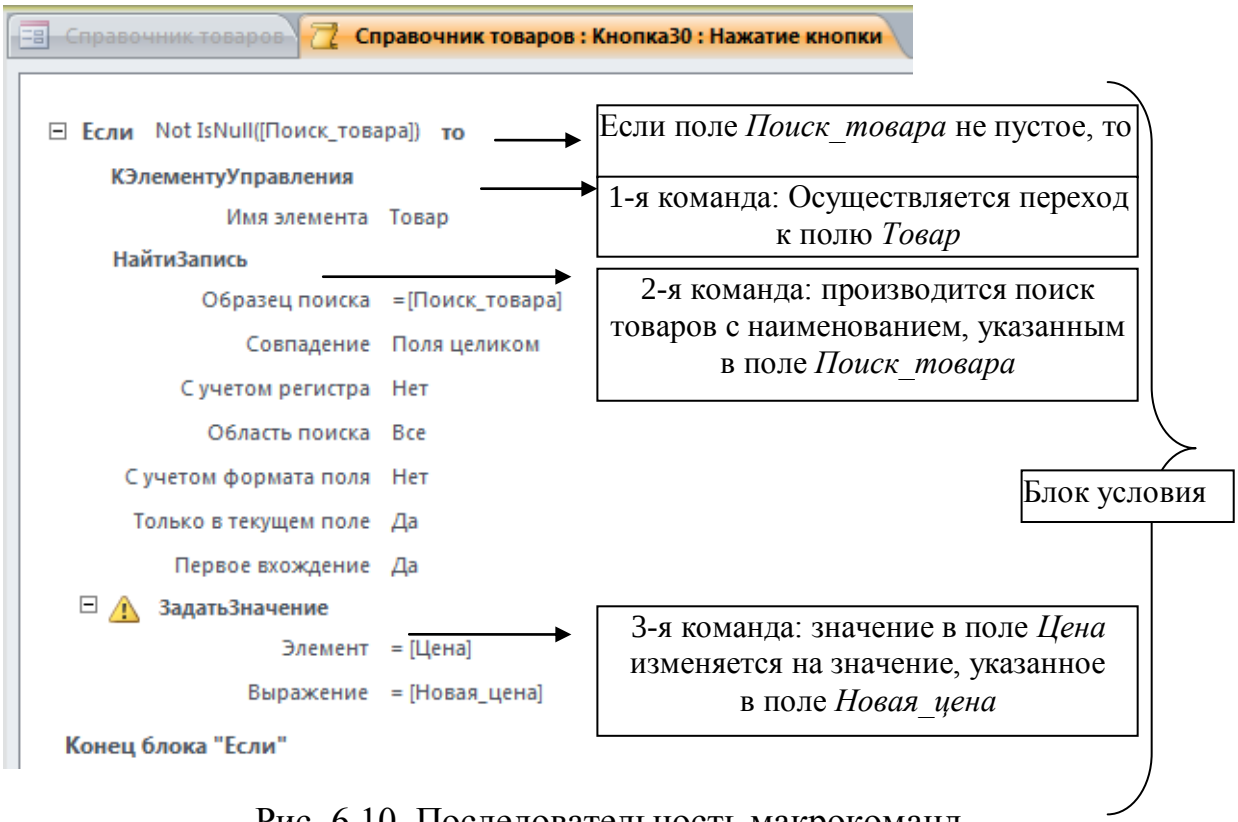

Рис. 6.10. Последовательность макрокоманд
4.4. На экране отобразится окно, предназначенное для записи макрокоманд (рис. 6.10). Для того чтобы были доступны все макрокоманды на вкладке *Конструктор* в разделе *Показать или скрыть*, нажимается кнопка *Показать все действия* (Показать все действия).